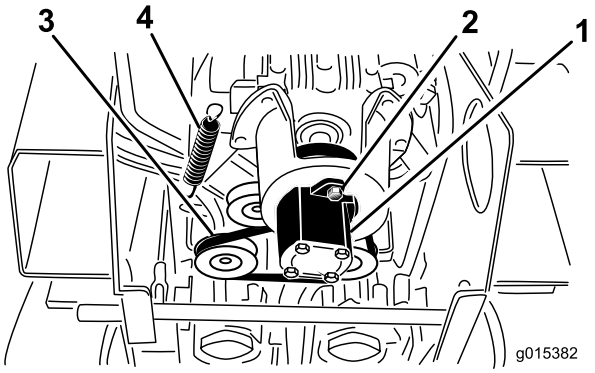

Figur 53
5. Lossa de två pumpskruvarna (Figur 53).
6. Vrid pumpmätaren medurs och låt den falla bort från skivan (Figur 53). Kontrollera att spindelkopplingen faller ner tillsammans med pumpen.
7. Använd en fjäderdragare (kontakta en auktoriserad serviceverkstad) eller styv metallkrok och dra av mellanremsskivans fjäderände från fjäderskruven så att remmen inte är spänd (Figur 53).